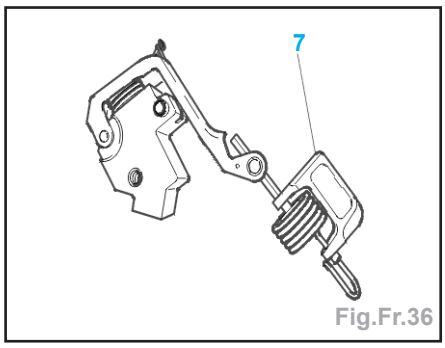

Fig.Fr.36
- La **DPR** livre le compensateur avec une cale (7) utilisée en usine (Fig.Fr.36).